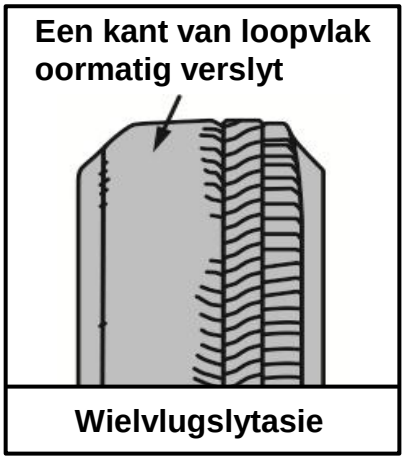

FIGUUR 10.2
10.2 FIGUUR 10.2 toon wielvlugslytasie op 'n buiteband. Beantwoord die vrae wat volg.